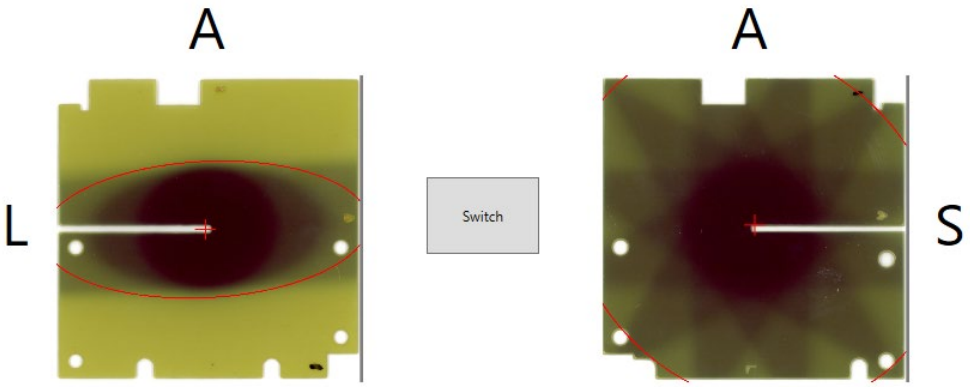

Figura 7-6 Orientamento iniziale della pellicola dopo il caricamento dell’immagine
- Selezionare l’immagine desiderata cliccandoci sopra e facendo clic su **Open** (vedi Figura 7-6).